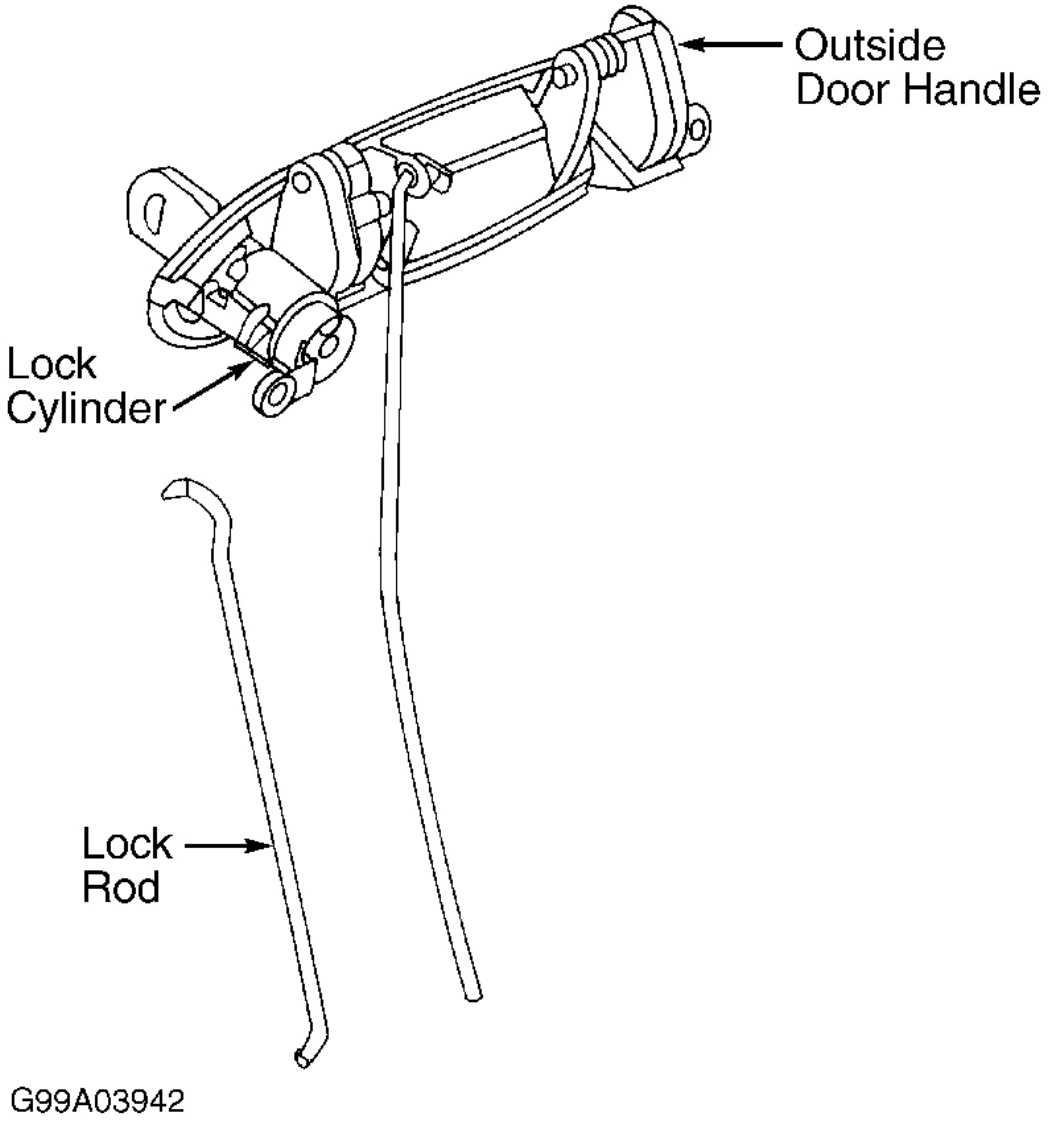
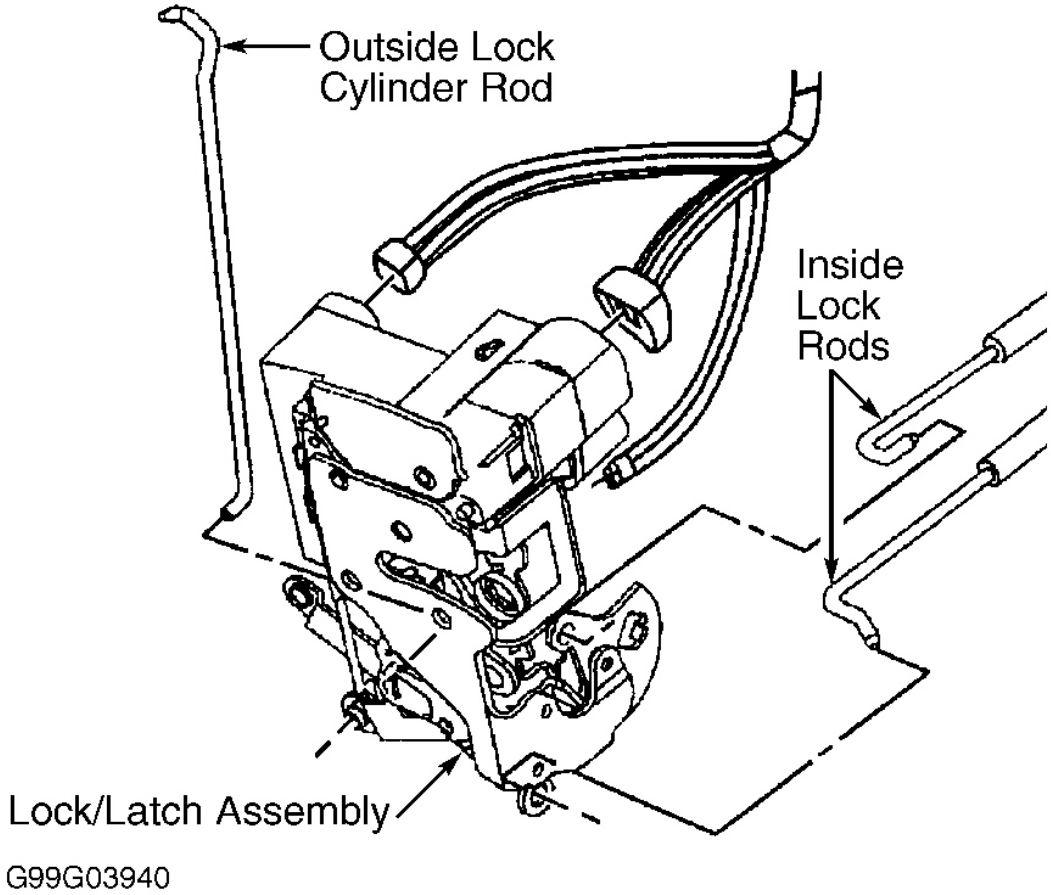

Fig. 19: Disconnecting Lock Rods From Outside Door Handle
Fig. 20: Removing Lock/Latch Assembly
4. Disconnect lock rod from outside door handle. See **Fig. 19** . Disconnect electrical connectors from lock/latch assembly. Remove outside door handle opening rod from lock/latch assembly using a long, thin screwdriver to pry open retaining clip or by cutting rear of retaining clip and unscrewing clip from rod. See **Fig. 20** .